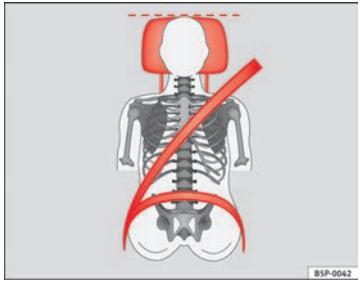
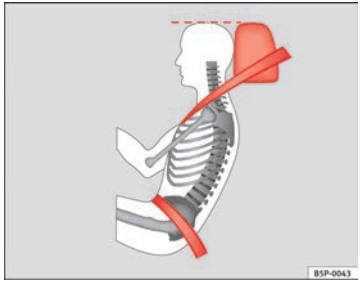

Fig. 71 Front view: head restraints and seat belts correctly adjusted
Fig. 72 Side view: head restraints and seat belts correctly adjusted
– Adjust the head restraint so that the top is at the same level as the top of your head or as close as possible to the same level as the top of your head, at least at eye level ⇒ Fig. 71 and ⇒ Fig. 72.